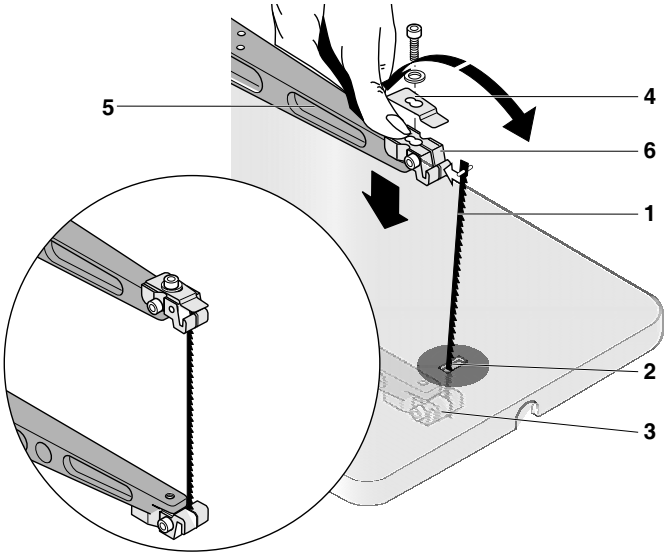

Fig. 5a
Mocowanie brzeszczotów piły (Rys. 5a i 5b)
Brzeszczoty piły z kołkiem poprzecznym (Rys. 5a)
Wyjmowanie brzeszczotu piły (Rys. 5a i 5 b)
6.7.1. Sägeblatt einspannen (Fig 5a und 5b) 9
6.7.1.1. Sägeblätter mit Querstift (Fig. 5a) 9
6.7.3. Sägeblatt entnehmen (Fig. 5a und 5b) 9
6.7.3.1. Sägeblätter mit Querstift (Fig. 5a) 9